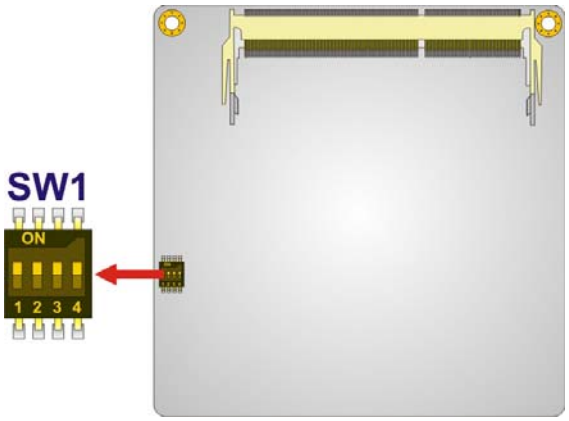

**Figure 4–2: Jumper Locations**
Before the ICE-PV-N4551/D5251 is installed in the system, the jumpers must be set in accordance with the desired configuration. The jumpers on the ICE-PV-N4551/D5251 are listed in **Table 4-1** and shown in **Figure 4–2**.
**Jumper Location:** See **Figure 4–2**